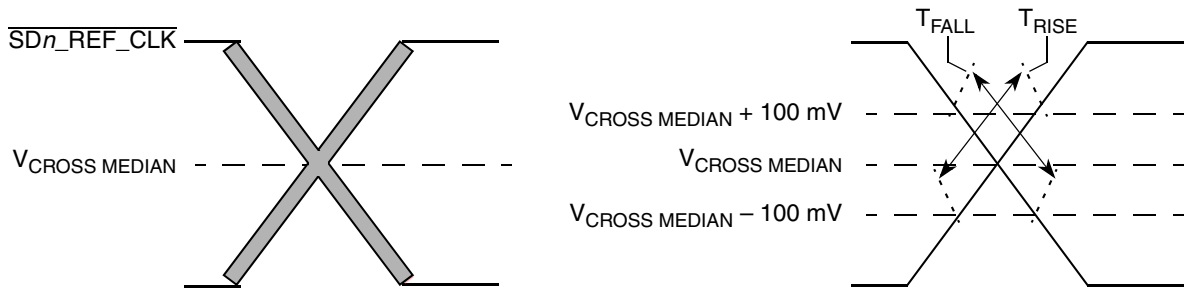

Figure 38. Single-Ended Measurement Points for Rise and Fall Time Matching
6. Matching applies to rising edge for SD_REF_CLK*n* and falling edge rate for $\overline{\text{SD_REF_CLK}n}$. It is measured using a 200 mV window centered on the median cross point where SD_REF_CLK*n* rising meets $\overline{\text{SD_REF_CLK}n}$ falling. The median cross point is used to calculate the voltage thresholds that the oscilloscope uses for the edge rate calculations. The rise edge rate of SD_REF_CLK*n* must be compared to the fall edge rate of $\overline{\text{SD_REF_CLK}n}$, the maximum allowed difference should not exceed 20% of the slowest edge rate. See Figure 38.